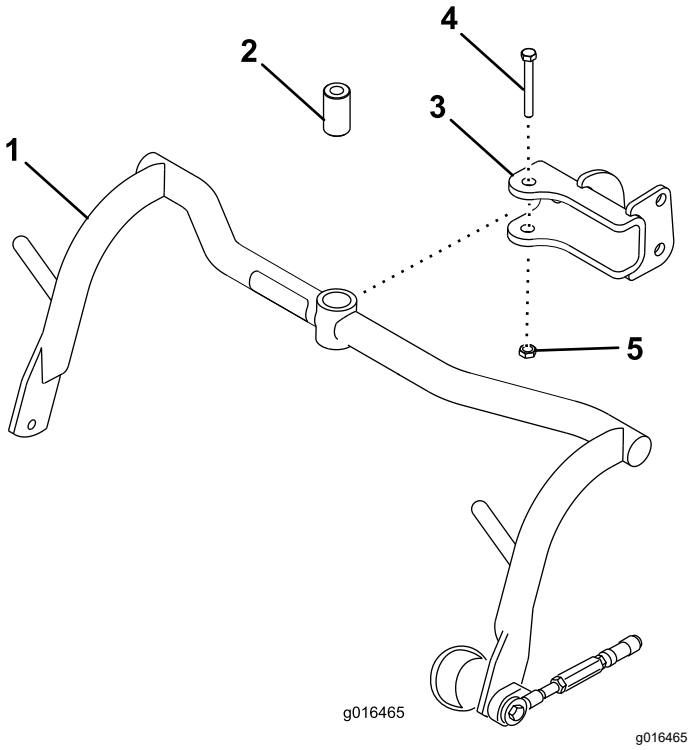

Figure 5
1. Montez un bâti porteur sur chaque chape avec une entretoise, un boulon (½" x 3¼") et un contre-écrou (½") ; voir Figure 5. Serrez à un couple de 91 à 113 N·m.